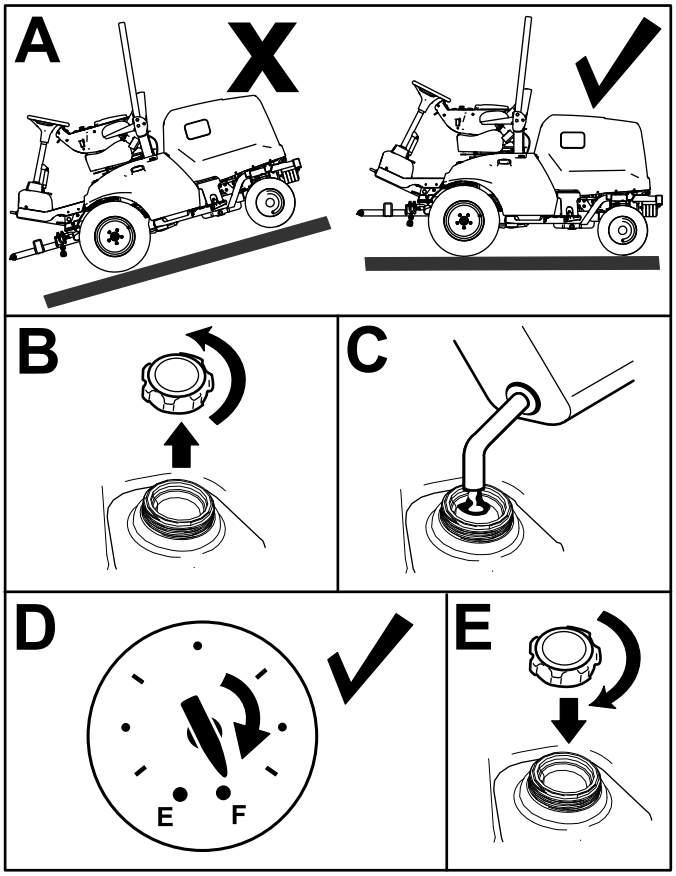

Figur 29
1. Parker maskinen på en plan overflade (Figur 29), aktiver parkeringsbremsen, sluk for motoren, og tag nøglen ud